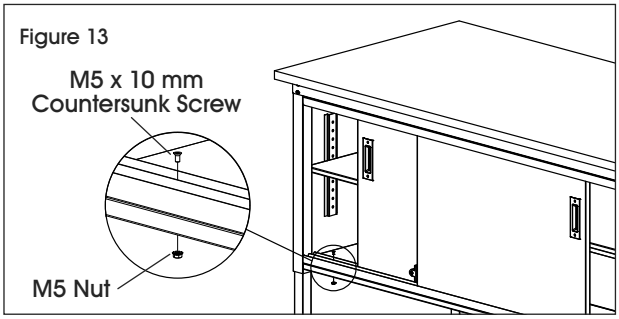

Figure 13
3. Once doors are correctly positioned in both sliding door channels, attach bottom sliding door channel to front half lower shelf with four M5 x 10 mm countersunk screws and four M5 nuts using a Phillips screwdriver. (See Figure 13)